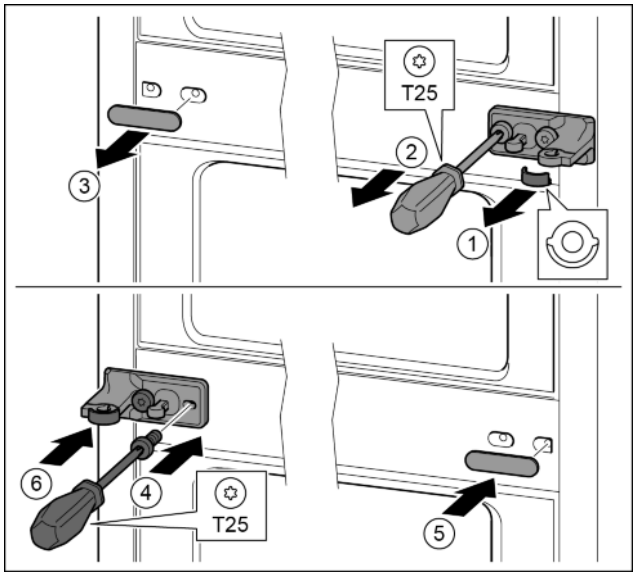

Fig. 15
- ▶ Снять шайбу. *Fig. 15 (1)*
- ▶ Выкрутить винты отверткой T25. *Fig. 15 (2)*
- ▶ Осторожно снять крышку. *Fig. 15 (3)*
- ▶ Плотно прикрутить опорный кронштейн с подкладкой с поворотом на 180° с другой стороны. *Fig. 15 (4)*
- ▶ Установить крышку с поворотом на 180° с другой стороны. *Fig. 15 (5)*
- ▶ Спереди надвинуть шайбу. *Fig. 15 (6)*